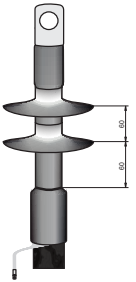

Рисунок 9
4.16 В случае концевой муфты наружной установки после усадки трекингостойкой трубки надеть на кабель два термоусаживаемых изолятора с интервалом 60 мм между изоляторами и усадить, начиная с нижнего (рисунок 9).